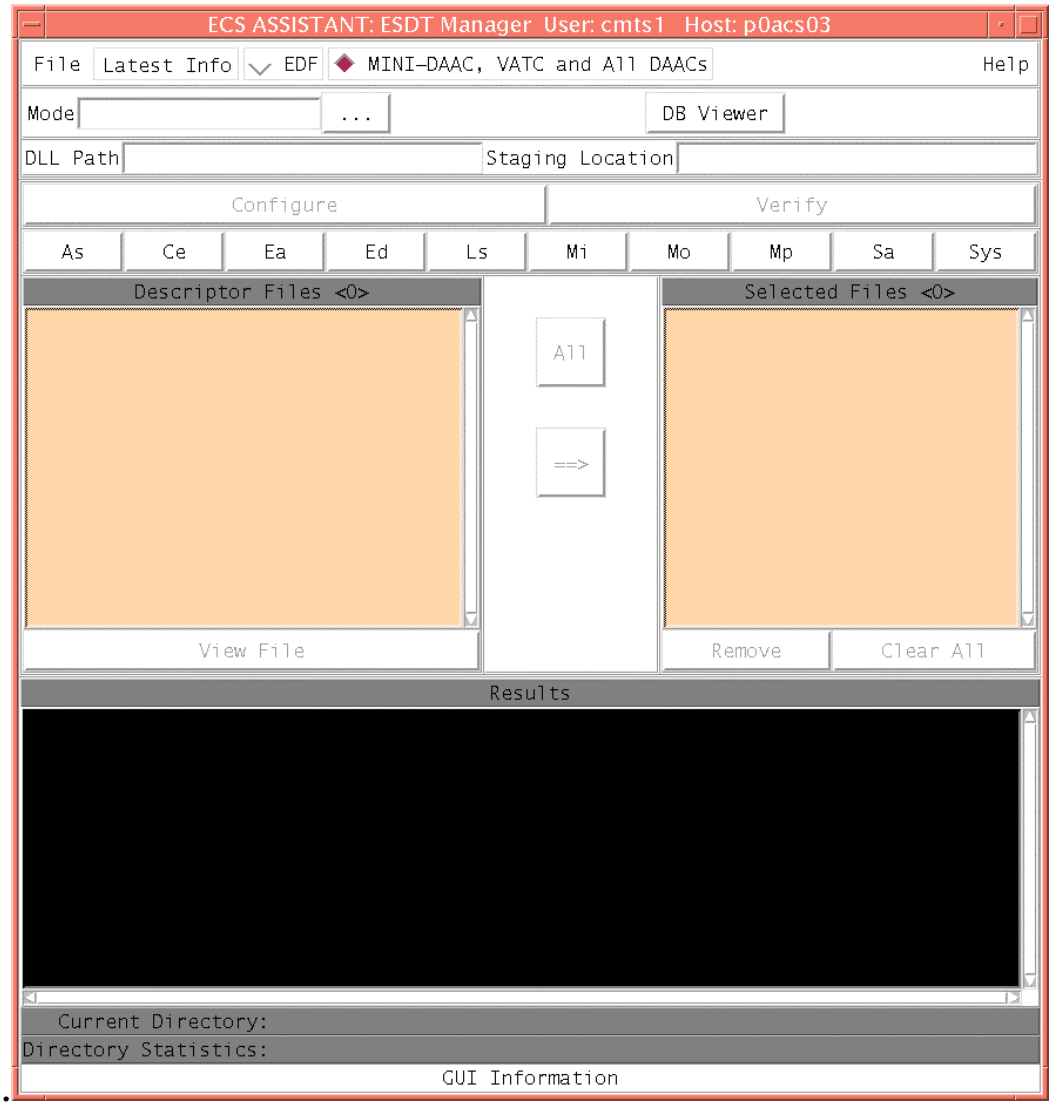

Figure 19. ESDT Manager GUI
- The ESDT manager GUI will appear. See Fig. 19.
3 At the ECS ESDT Manager GUI, select the DB Viewer by clicking the **DB Viewer** button. See Figure 19.